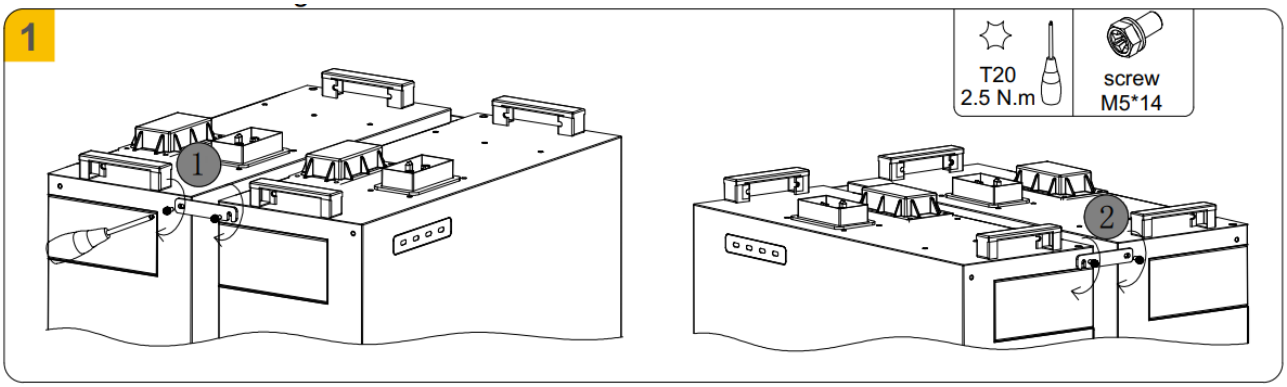

Figure 5-6 Battery top cover installation
1. Remove the battery from the carton and place it 30±2 mm forward the mounted battery. Refer to Figure 5-6
2. Take out the fixed plates in the battery package, and secure two (one fixed plate for each side) between each two batteries (tool: T20 screwdriver, torque: 2.5 N·m). Refer to Figure 5-6.